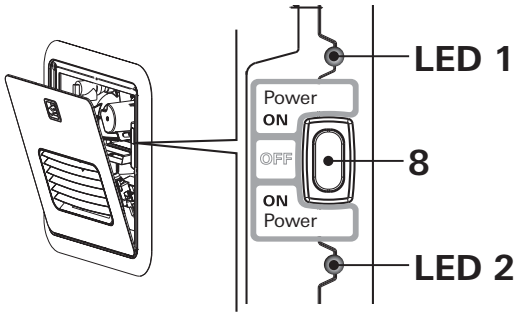

Fig. 8
2. To switch on the appliance, switch the POWER switch (Fig. 8 – 8) to one of the two “ON” positions.
- When the green power ON LED 1 (Fig. 8 – LED 1) is lit, the appliance is switched on.
- If the red error code LED 2 (Fig. 8 – LED 2) is lit / flashes, there is a fault or warning. Refer to “APPENDIX A – Error Codes” on page 37).
3. Switch off the appliance at the POWER switch (Fig. 8).
– The green Power-ON LED 1 (Fig. 8) extinguishes.